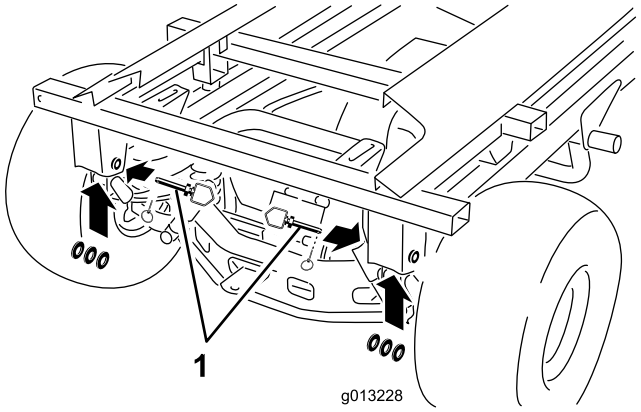

Figur 50
10. Ta bort de bakre hjulsprintarna, hakbultarna och brickorna (Figur 50).